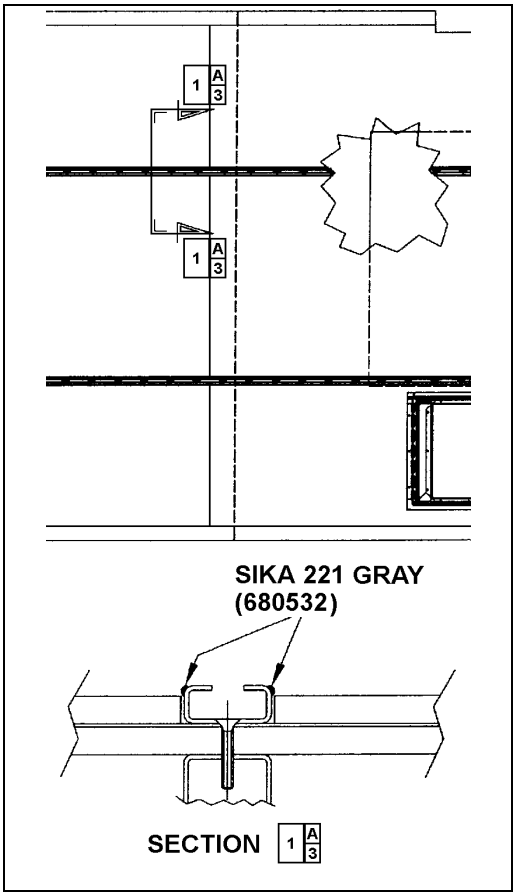

**FIGURE 93: APPLICATION OF SIKA 221 GRAY** 18641
8. Apply Sikaflex 221 gray sealant (680532) alongside passenger seat fixing tracks (refer to Figure 93).